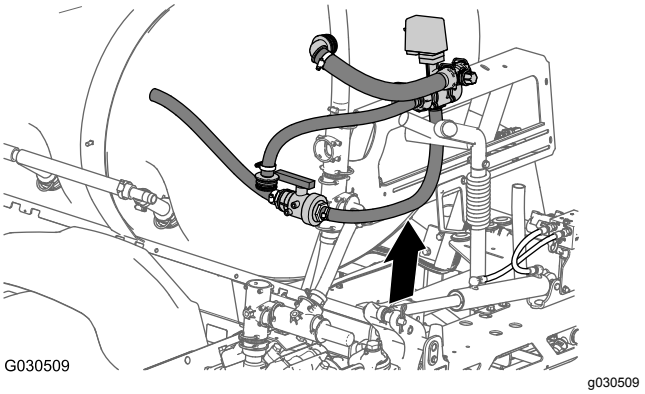

Figur 69
8. Fjern omrøringsventilen (og omløbsventilen), kugleventilen og slangerne, der er sluttet til ventilerne, fra maskinen (Figur 69).